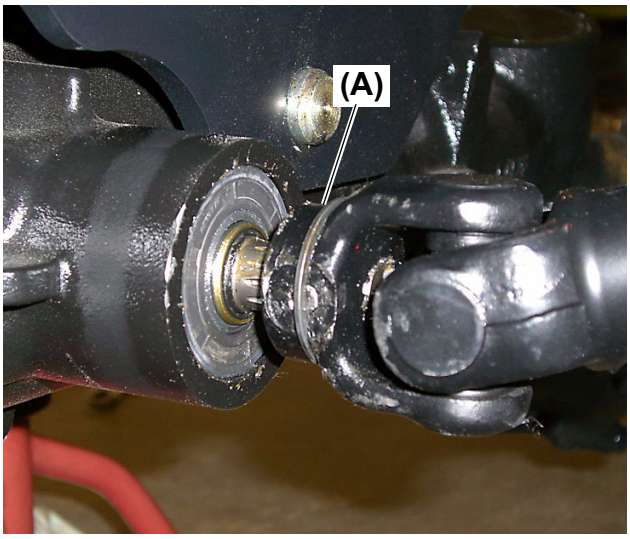

Fig. 3
3. Remove the external snap ring **(Fig. 3, (A))** to gain access to the spring pins.